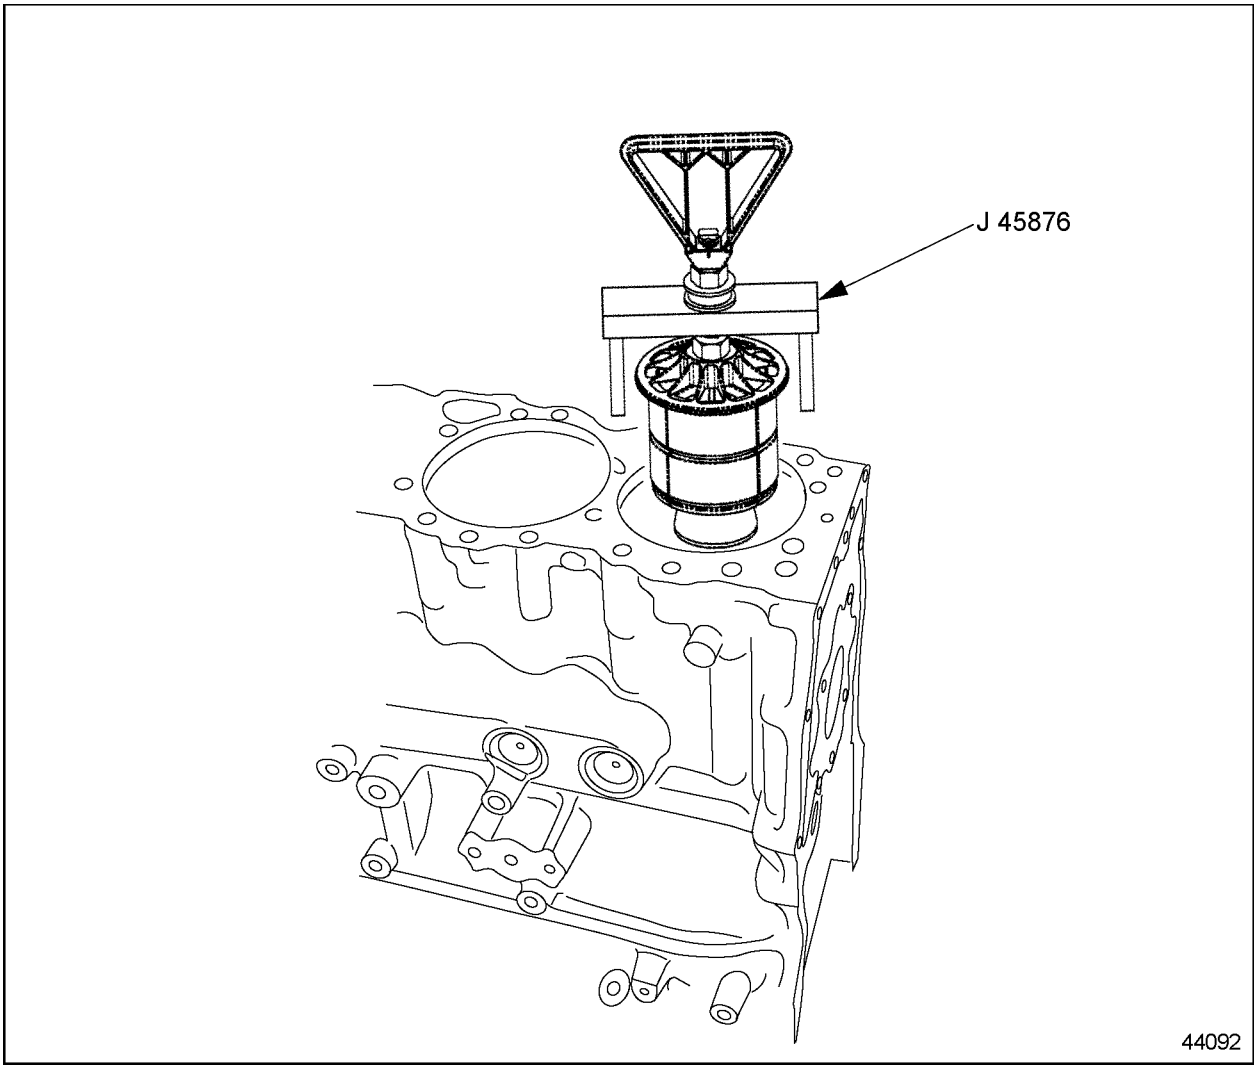

Figure 1-328 Cylinder Liner Removal Tool J 45876
2. Remove the cylinder liner with cylinder liner remover, J 45876. See Figure 1-328.